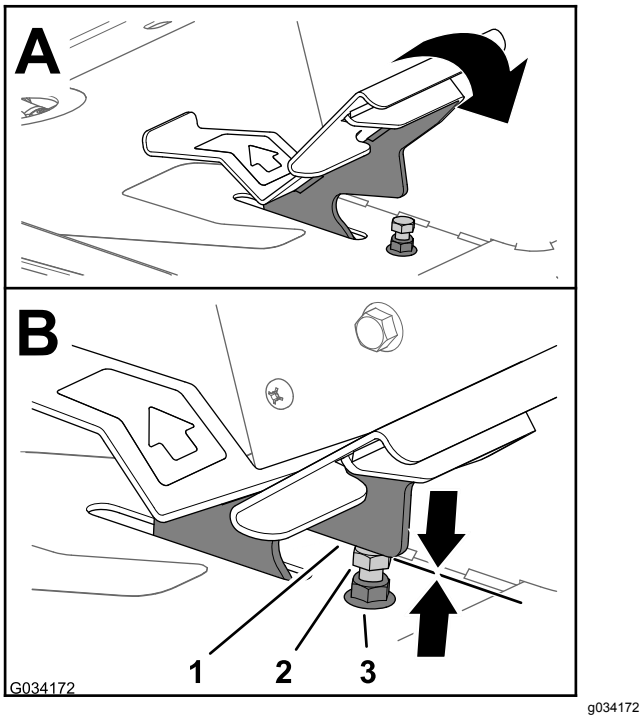
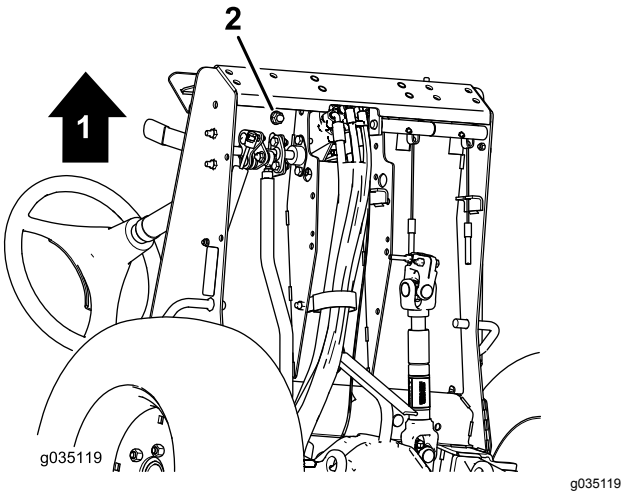

Figur 77
Figur 78
1. Tryck ned gaspedalen helt framåt (Figur 77) .
A. Håll gaspedalsstoppet (Figur 77) med en skiftnyckel.
B. Lossa kontramuttern på nedre delen av fotstödsplattan (Figur 78).
C. Tryck gaspedalen helt framåt (Figur 77).
D. Håll gaspedalsstoppet medan du justerar kontramuttern som sitter ovanför fotstödsplattan (Figur 77) tills gaspedalen kommer i kontakt med stoppet.
F. Håll gaspedalsstoppet medan du drar åt kontramuttern längst ned på fotstödsplattan (Figur 77 och Figur 78) till 37–45 N·m.